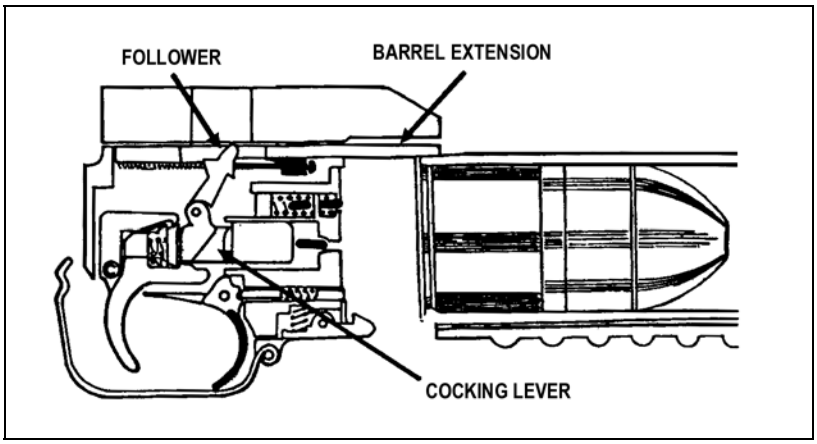

Figure 2-8. Chambering a round.
f. **Chambering**. As the grenadier closes the breech end of the barrel assembly, the extractor contacts the rim of the cartridge and seats (chambers) the round firmly (Figure 2-8).